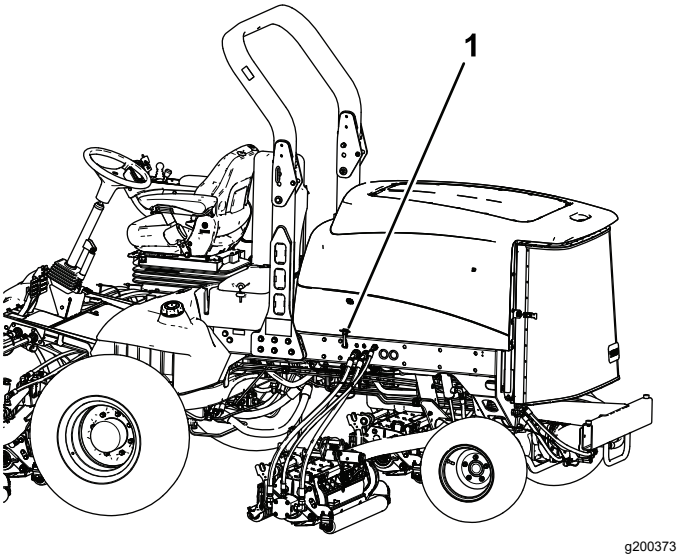

Figur 78
1. Frigjør panserfestene (Figur 78) og sving opp panseret.